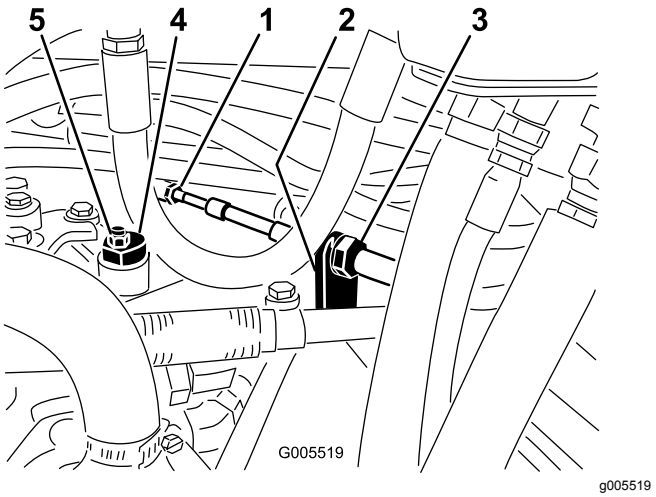

Figur 53
A. Løsne begge låsemutterne som fester trekkontrollkabelen til hydrostatens skillevegg (Figur 53). Pass på at låsemutterne er like løse, og at de er løse nok til at du kan foreta en justering.
Merk: Løsne mutteren som fester eksenteren til toppen av hydrostaten (Figur 53).
C. Stram eksenteren til den ikke beveger seg i noen retning. Når hjulet ikke lenger roterer, må du stramme mutteren som låser eksenteren og justeringen (Figur 53). Kontroller justeringen med gassen i sakte- og hurtigstillingene.
D. Stram låsemutterne på hver side av skilleveggen like mye, slik at du fester trekkabelen til skilleveggen (Figur 53). Ikke vri kabelen.